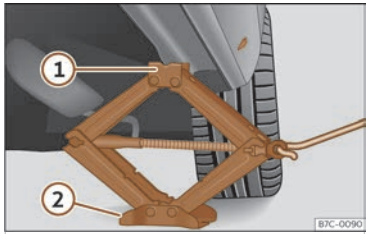

Fig. 218 Larguero: colocación del gato del vehículo.
- Gire la manivela del gato, situado bajo el punto de apoyo del larguero, para elevarlo hasta que la pestaña (1) ››› **fig. 218** quede situada bajo el alojamiento previsto.
- Alinee el gato de modo que la pestaña (1) "agarre" en el alojamiento previsto del larguero y la placa base móvil (2) quede apoyada en el suelo. La placa base (2) debe caer en la vertical respecto al punto de apoyo (1).